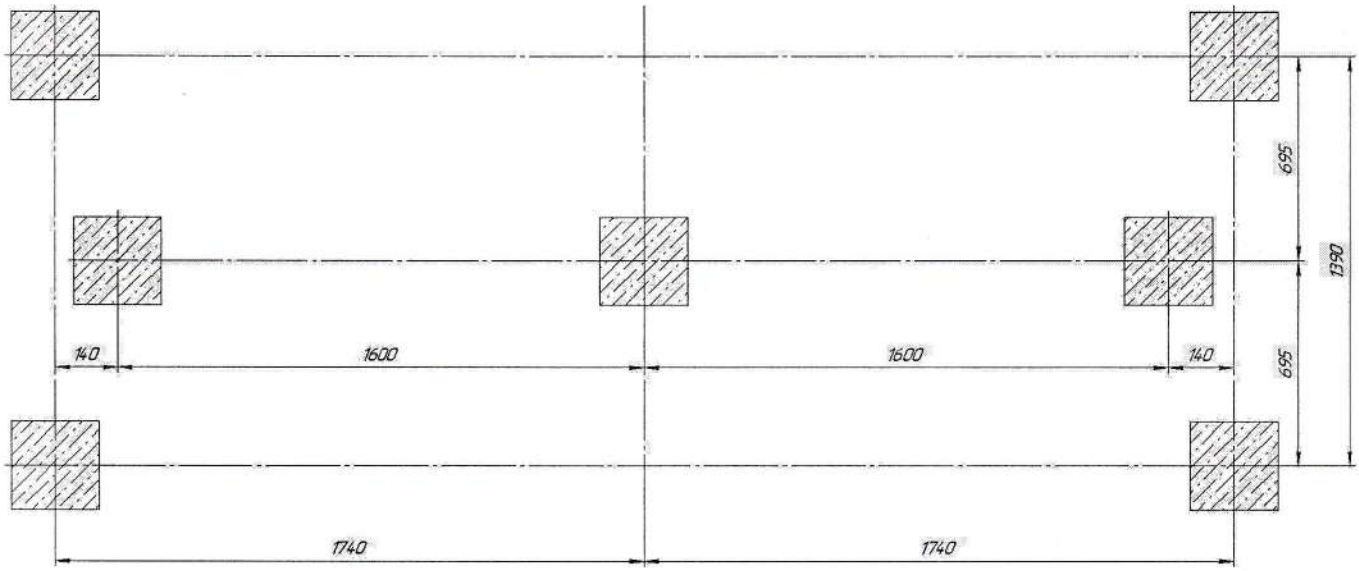

Рис.5 Схема фундаментов
- разметить площадку (рис.5) и подготовить ямы 300х300х450